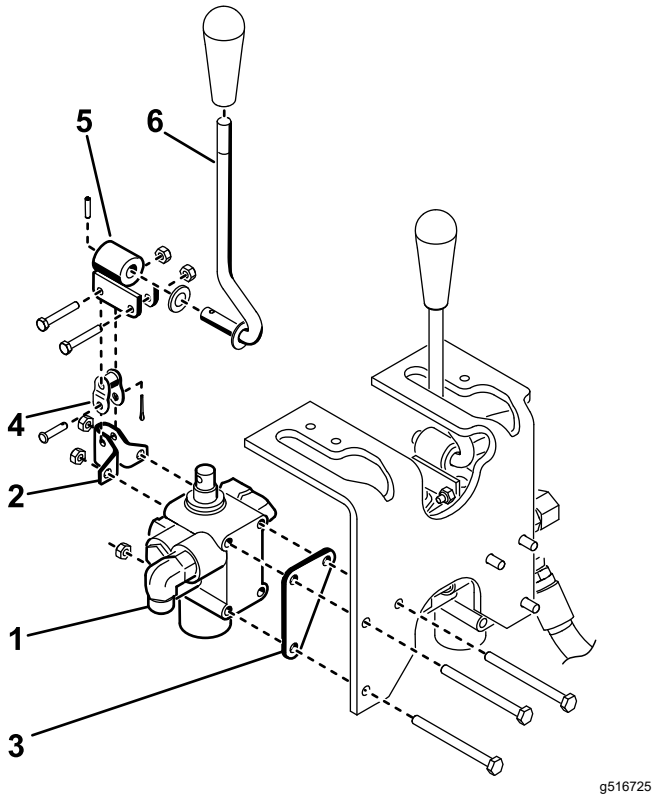

Figura 9
2. Montați ansamblul supapei, suportul pivotant și placa supapei pe cadru cu 3 șuruburi (¼ × 3") și 3 contrapiulițe (Figura 9). Când montați, poziționați placa supapei pe partea din față a cadrului și strângeți elementele de fixare la 10 - 12 Nm.
3. Montați lejer ansamblul manetei pivotante pe supapa hidraulică și zaua cotită cu 2 șuruburi (#10 × 1-¼") și 2 contrapiulițe (Figura 9).